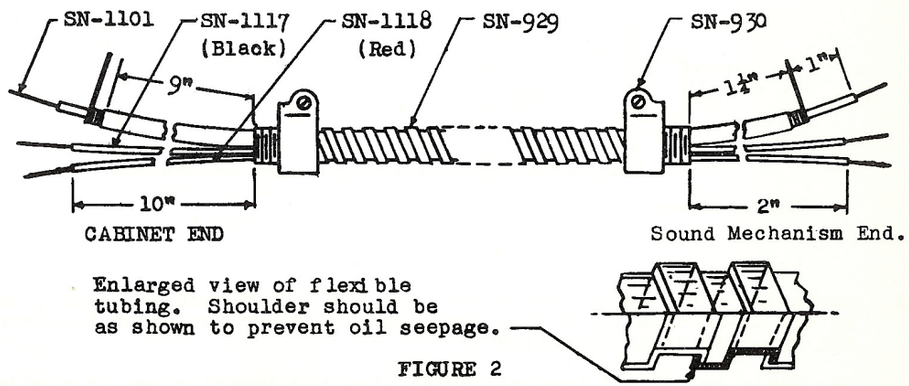

FIGURE 2
B. Assemble the coaxial cable per Figure 2